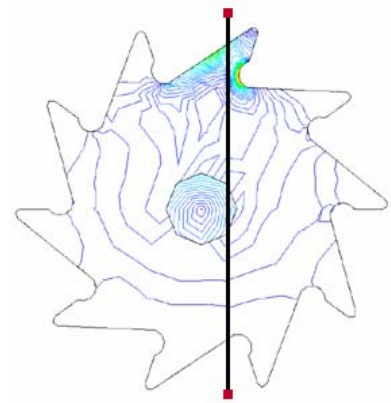
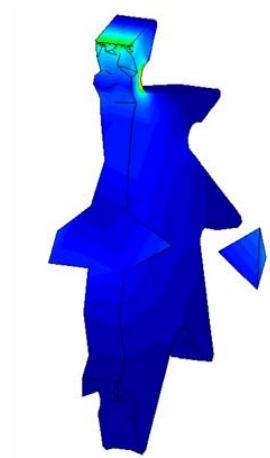

Figure 56. The cutting line
*Figure 57. A visualization of the divided volume using **Von Misses** and **Contour Fill***
13. Enter two points to define the plane that will divide the part, as shown in Figure 56. Click on the right portion of the model to indicate that this is the side to select. After clicking "V perfil" **Off**, the result will be that shown in Figure 57.